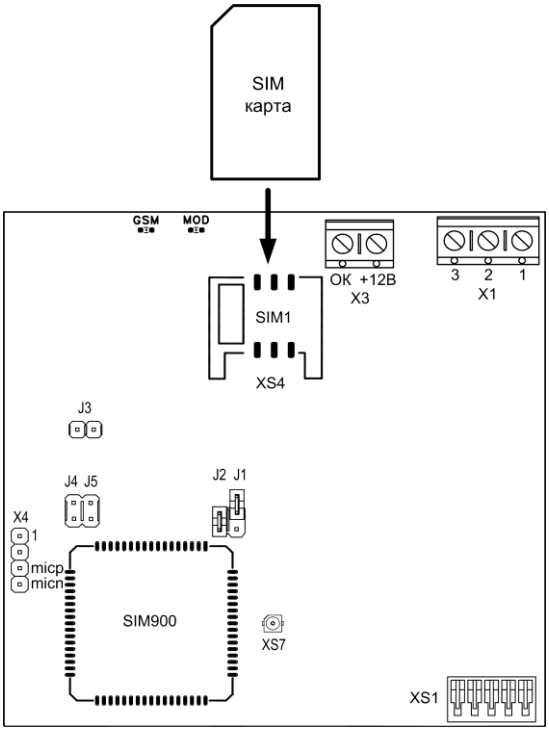

Рис.3 Внешний вид платы коммуникатора
- Вставить SIM-карту, с которой в дальнейшем будет работать коммуникатор в слот SIM-карты (XS4), контактами вниз, срезом как показано на рис.3;